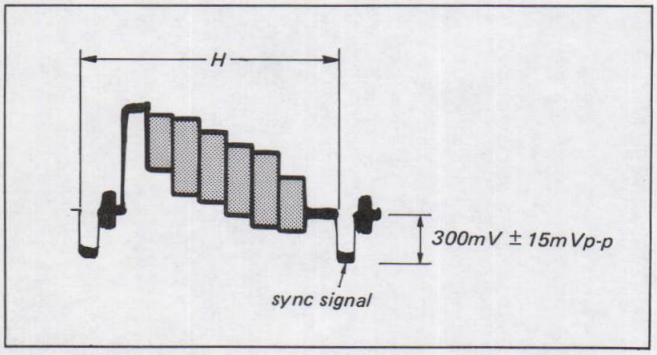

Fig. 5-27. Sync AGC adjustment
(1) Supply the VTR with the colour bar signal and set up the E-E mode.
(2) Connect the oscilloscope to VIDEO OUT.
(3) Tune RV9 fully clockwise (↻) from the pattern side.
(4) Adjust RV002 so that the sync signal level is 300mV ± 15mVp-p. (See Fig. 5-27.)
(5) Perform pilot burst flag adjustment.